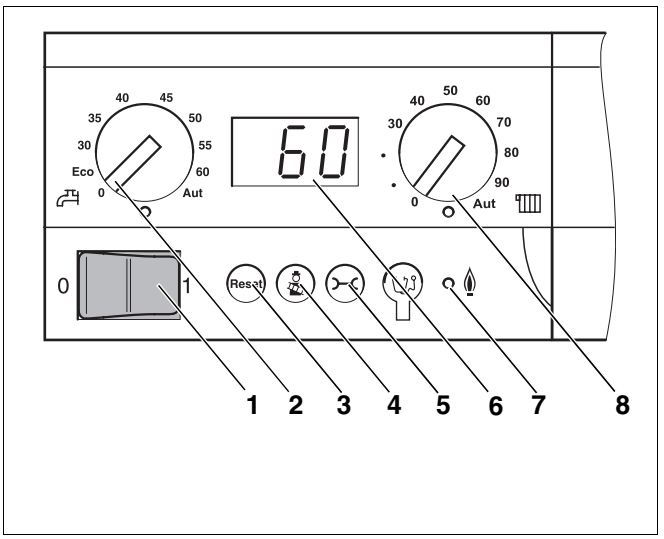

Bild 34 Basiscontroller Logamatic BC10
- Drehknopf für „maximale Kesseltemperatur“ (Bild 34, **Pos. 8**) und Drehknopf für „Warmwasser-Sollwert“ (Bild 34, **Pos. 2**) auf 0 stellen.
- Betriebsschalter (Bild 34, **Pos. 1**) am Basiscontroller auf Position „1“ stellen.
Die gesamte Heizungsanlage wird eingeschaltet. Bei der Erstinbetriebnahme blinkt kurz „-“ im Display (Bild 34, **Pos. 6**) auf, bevor direkt anschließend die Störmeldung „6Y“ auf dem Display erscheint. Die Störmeldung „6Y“ erscheint, da der Brenner in Störstellung ausgeliefert wird.
- Taste „Reset“ am BC10 drücken. Die Statusanzeige am BC10 leuchtet und im Display (Bild 34, **Pos. 6**) wird die aktuelle Kesselwassertemperatur in °C angezeigt.